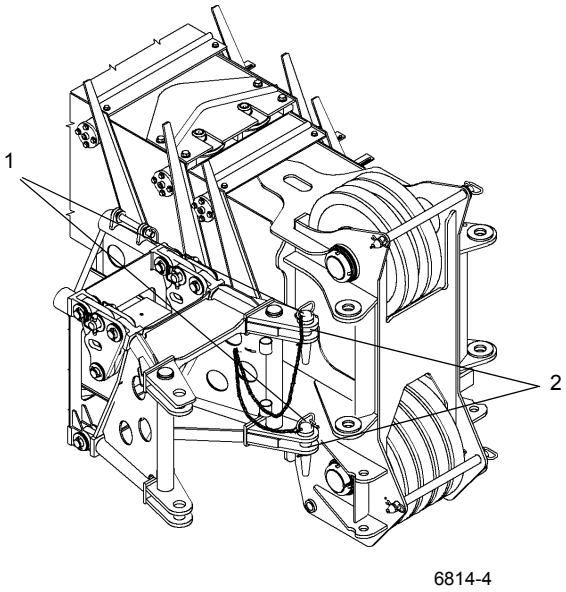

FIGURA 4-2
3. Saque las pinzas de retención de los pasadores de fijación derechos que están almacenados en la base de la extensión de pluma y saque los pasadores de fijación de la extensión articulada. Inserte los pasadores de fijación (Figura 4-2, 1) del lado derecho a través de los adaptadores de fijación de la pluma y de anclaje de la extensión de pluma (Figura 4-2, 2). Instale las pinzas de retención en los pasadores de fijación.
8. Conecte un dispositivo elevador a las orejetas de levante de la extensión articulada para aliviar la presión en los pasadores de fijación (Figura 4-2, 1). Extraiga los pasadores.